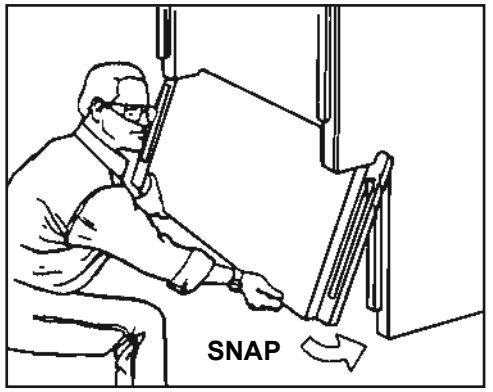
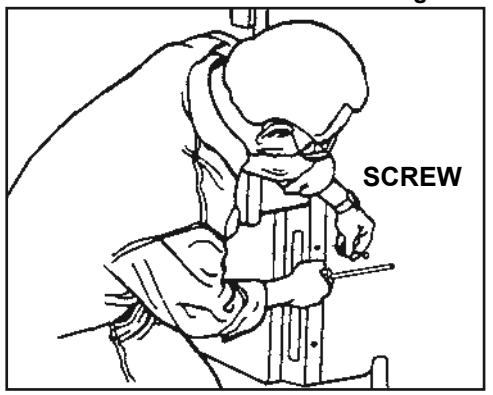

Figure 3
Figure 4
step slots over the panel tabs until the step “snaps” into place (see Figure 3). Use (2) 2-1/2” long plated deck screws (four per step panel) to cross-pin the steps to the side panels at each step/side panel connection (see Figure 4) (**Note:** Screws not supplied with window well). Reference the pre-marked locations for cross pinning. This will ensure that the step will not detach during backfilling.